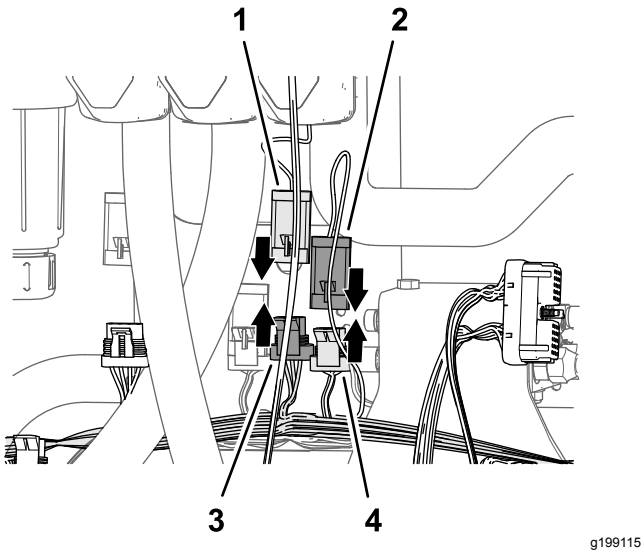

Figur 86
2. Koble kontakten med tre pinner på den 89 cm lange ledningssatsforgreningen merket HOVEDVENTIL til kontakten med tre sokler på maskinledningssatsen merket HOVEDSPREDERVENTIL (Figur 86).
3. Koble kontakten med tre pinner på aktuatoren for hovedspreder ventilen til kontakten med tre sokler på den 89 cm lange forgreningen av settets ledningssats merket HOVEDVENTIL (Figur 86).